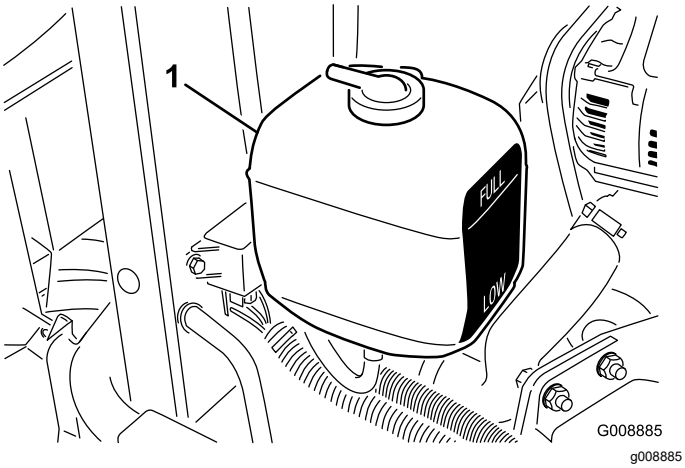

**Figure 31**
2. Vérifiez le niveau de liquide de refroidissement dans le vase d'expansion (Figure 31). Quand le moteur est froid, le niveau du liquide de refroidissement doit se situer à peu près entre les deux repères qui figurent sur le côté du réservoir.